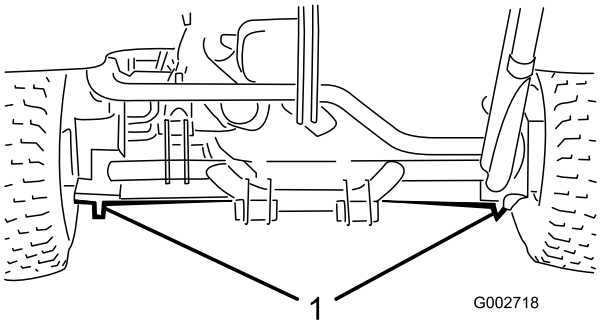

**Figur 19**
- På vänster eller höger sida under bakhjulsmotorn eller ramen (Figur 19).